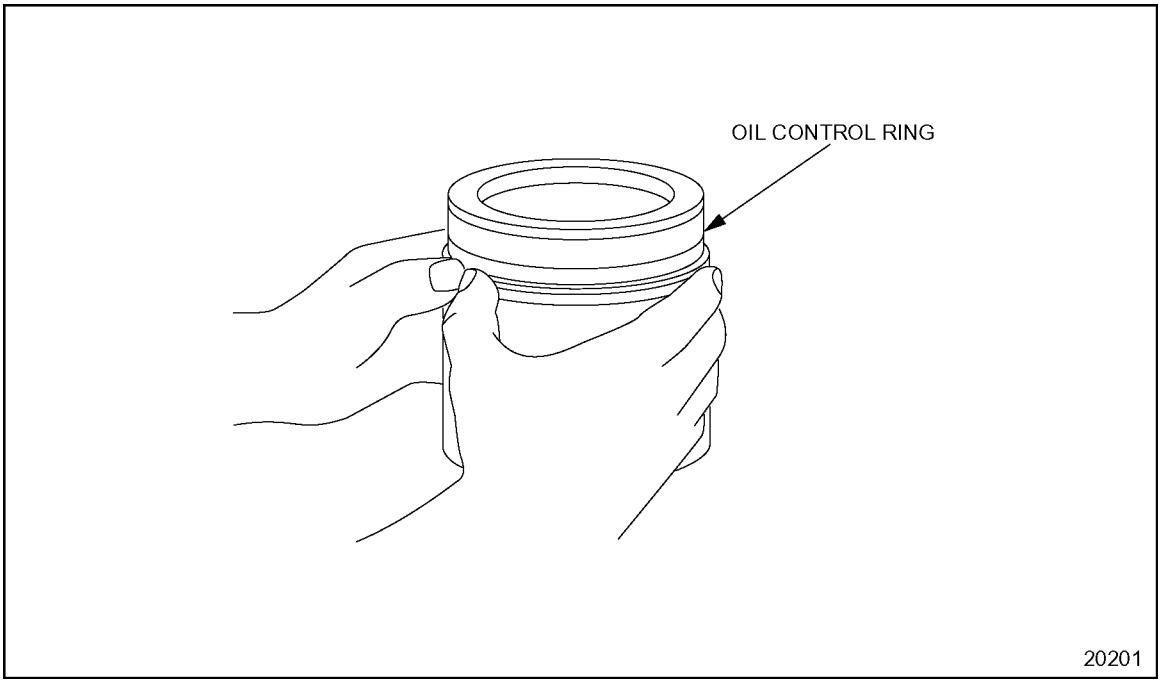

Figure 1-271 Oil Control Ring Installation (Diesel)
2. Install the oil control ring by hand. See Figure 1-271.